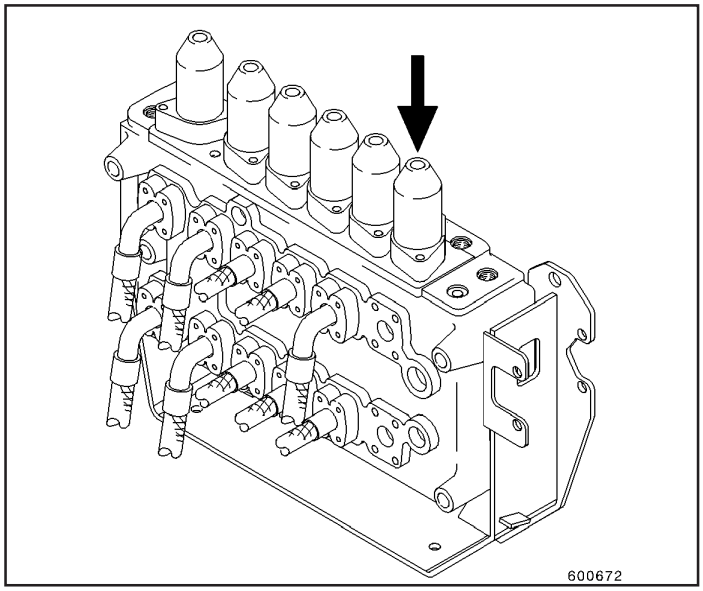

Fig.2
- O bujão da tampa do controle piloto (Fig. 2) a ser sangrado dever ser desatarraxado agora.